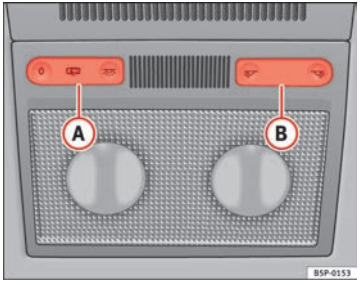

Fig. 76 Rivestimento interno del tetto: illuminazione anteriore dell'abitacolo
Con l'interruttore (A) ⇒ fig. 76 si possono selezionare tre diverse modalità:
Premere il pulsante fino alla posizione O ⇒ fig. 76. ▶